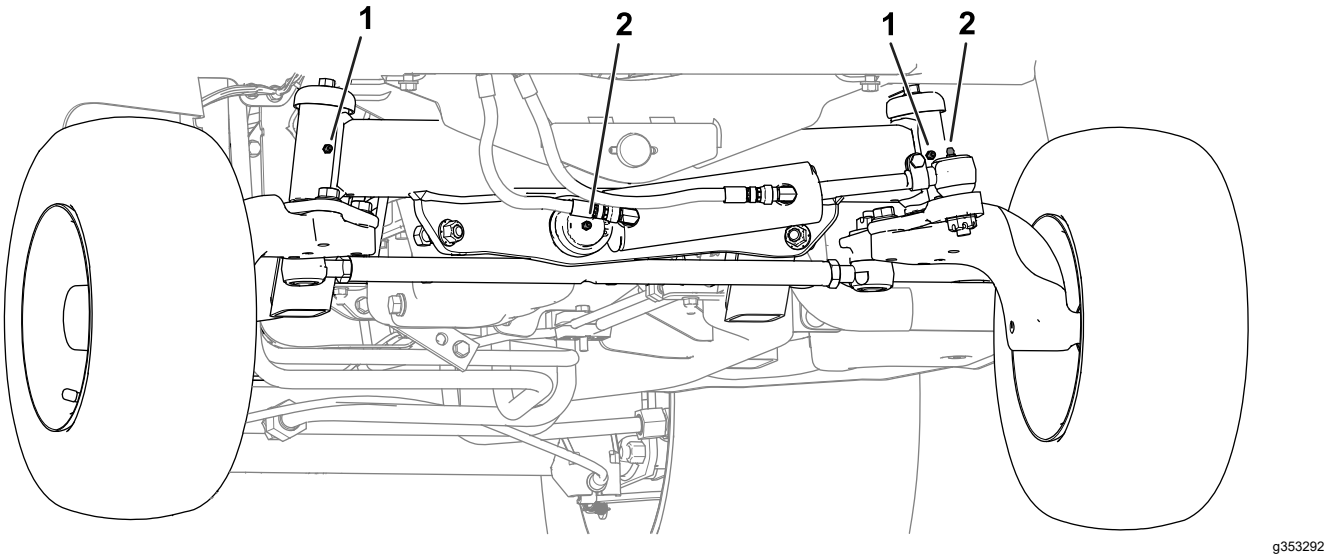

Figur 48
- **Maskinens bakre del** (Figur 48):
- Hydraulcylinderns kulled (2)
- Axelspindelnav (2)